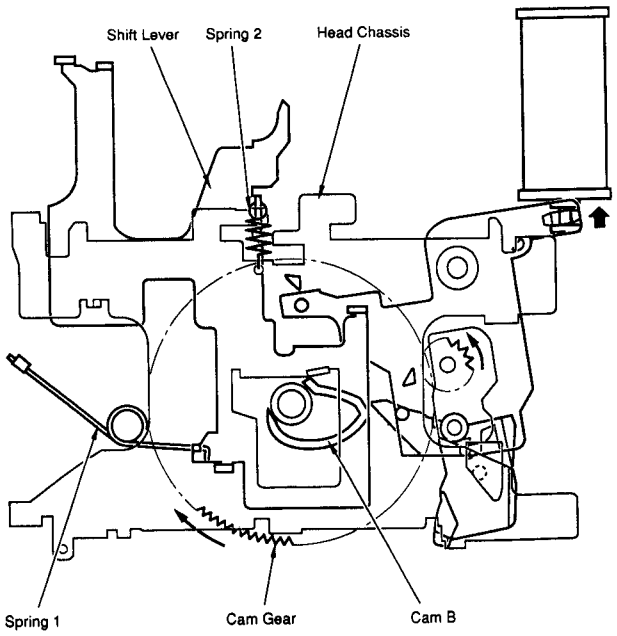

FIG. 3
3. The shift lever is pushed down by spring 1 and the head chassis is pressured by the shift lever and spring 2.Because the shift lever pushes cam B of the cam gear, the actuation of 2. makes the cam gear rotate. [Fig. 3]